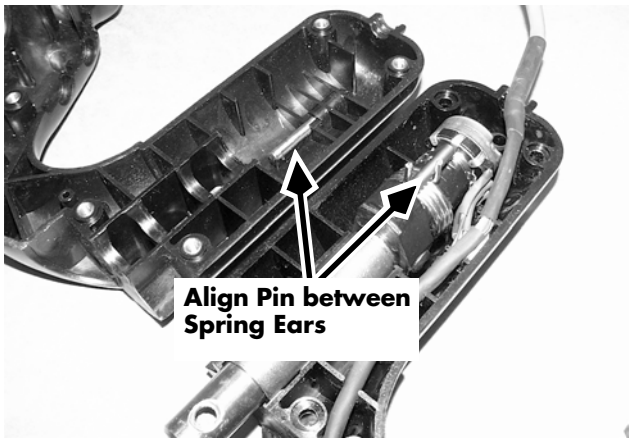

Figure 7-54: Control Handle Assembly (DS/DT/DZ)
4. Install the left half of the handle shell. The pin in the left side handle shell must fit between the ears of the VR1 throttle potentiometer return spring. The wires from the VR2 lift/lower potentiometer must fit between the tabs in the handle shell. Be sure the tabs do not crush any of these wires. See Figure 7-54.
6. Install the two (2) Allen head screws to hold the handle halves together.